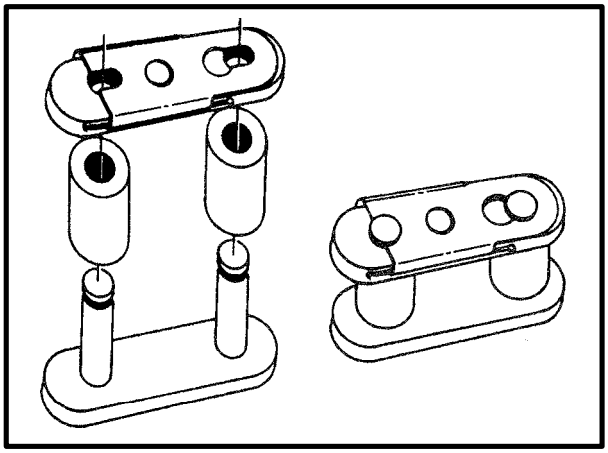
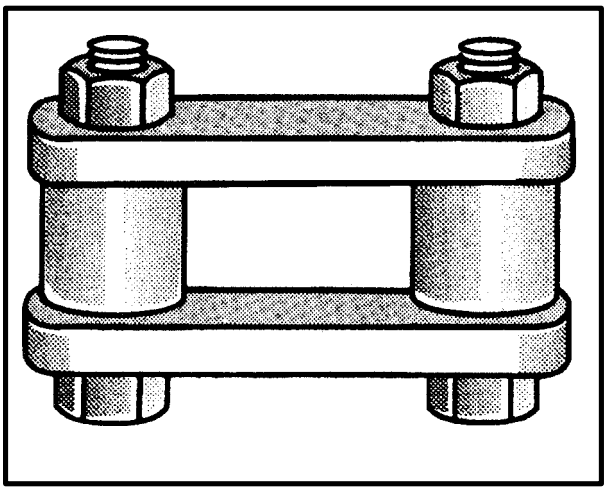

*Figure 6-36. Type IV Connector Link*
*Figure 6-37. Two-Point Link Assembly*
**(1)** The apex ring joins the slings to form the sling apex and attaches the slings to the helicopter cargo hook. The apex ring is made by joining the two ends of a 3-foot sling with either a Type IV connector link (Figure 6-36) or a two-point link assembly (Figure 6-37). An apex ring made from a three-loop Type X nylon or two-loop Type XXVI nylon sling has a maximum capacity of 10,000 pounds. When two apex rings are used together, the two apex rings have a combined maximum capacity of 17,500 pounds. Use the 10,000-pound capacity sling set apex fitting with the aluminum spacer to attach the apex ring to the UH-60 cargo hook.